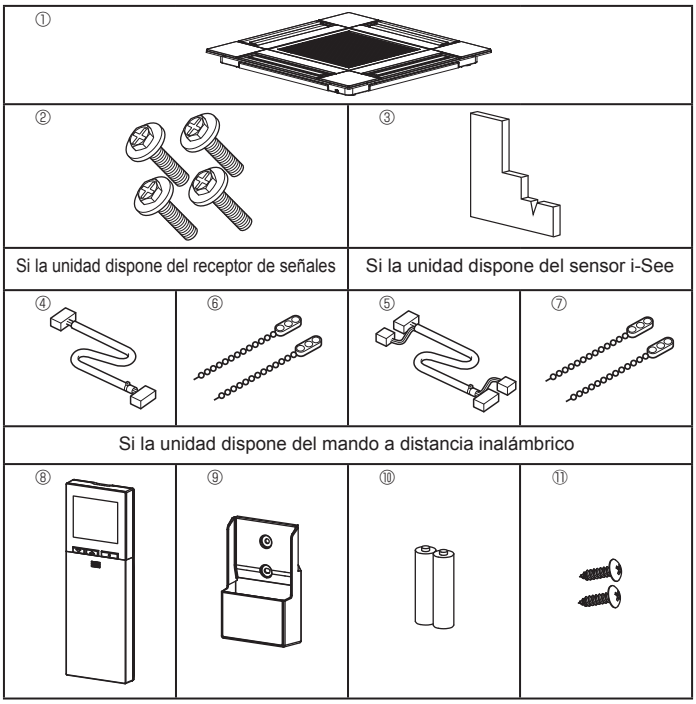

Fig. 10-1
10.1. Comprobación de los accesorios de la rejilla (Fig. 10-1)